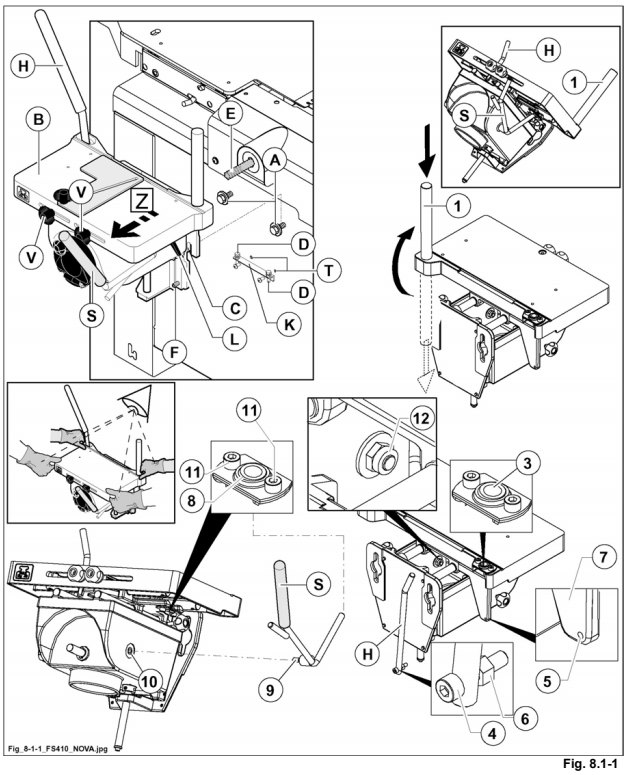

Fig. 8.1-1
Traslare il piano nel senso della freccia Z e bloccarlo serrando la leva (L fig. 8.1-1) (mandarlo prima in battuta); spingere in battuta i due perni laterali e serrare i 2 pomelli (V fig. 8.1-1).
quando è fornito a corredo, provvedere al montaggio dell'angolare (K fig. 8.1-1) utilizzando gli appositi fori (T fig. 8.1-1).
1) Predisporre le viti (A fig. 8.1-1) e relative rondelle sul basamento della macchina.
2) Sollevare la cavatrice (B fig. 8.1-1) e inserire la slitta (C fig. 8.1-1) a coda di rondine sulle teste delle viti (A fig. 8.1-1).
3) Montare le leve di comando (H e S fig. 8.1-1).
Leva (S fig. 8.1-1):
- la leva (S fig. 8.1-1) viene parzialmente montata in fabbrica inserendone un'estremità nel giunto (8 fig. 8.1-1);
- allentare le viti (11 fig. 8.1-1);
- inserire il perno (9 fig. 8.1-1) nel foro (10 fig. 8.1-1);
- serrare le viti (11 fig. 8.1-1);
- serrare il dado (12 fig. 8.1-1) lasciando il minor gioco possibile.
Leva (H fig. 8.1-1):
- inserire la leva (H fig. 8.1-1) nel giunto (3 fig. 8.1-1);
- avvitare la vite (4 fig. 8.1-1) nel foro (5 fig. 8.1-1) in modo che la leva (H fig. 8.1-1) abbia il minor gioco possibile;
- serrare il dado (6 fig. 8.1-1) sul particolare (7 fig. 8.1-1).
4) Avvitare le viti (A fig. 8.1-1) fino ad unire la cavatrice al basamento e registrare il parallelismo del piano rispetto la punta (E fig. 8.1-1) (vedi "Punte per mandrino - montaggio" par. 8.1.2) agendo sulle viti (D fig. 8.1-1) e sui quattro grani (F fig. 8.1-1).
5) Verificare la corretta registrazione spostando il piano trasversalmente e serrare le viti (A fig. 8.1-1).
6) Assicurarsi che i quattro grani (F fig. 8.1-1) siano in appoggio sul basamento.
7) Riposizionare il perno (1 fig. 8.1-1), supporto del pressore, come mostrato in figura.